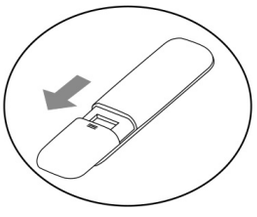

Fig.1
- Abra el compartimento de la batería deslizando la puerta hacia afuera (observe la dirección de la flecha en la fig.1).